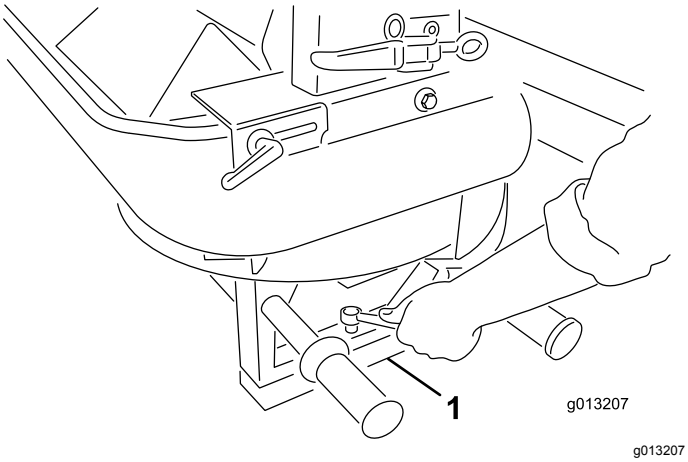

**Figur 6**
5. Fjern de fire skruene fra bena på dobbeltspinneren. Med hjelp fra en annen person, løft dobbeltspinneren og fjern pakkebolter og pakkeskum (Figur 6).